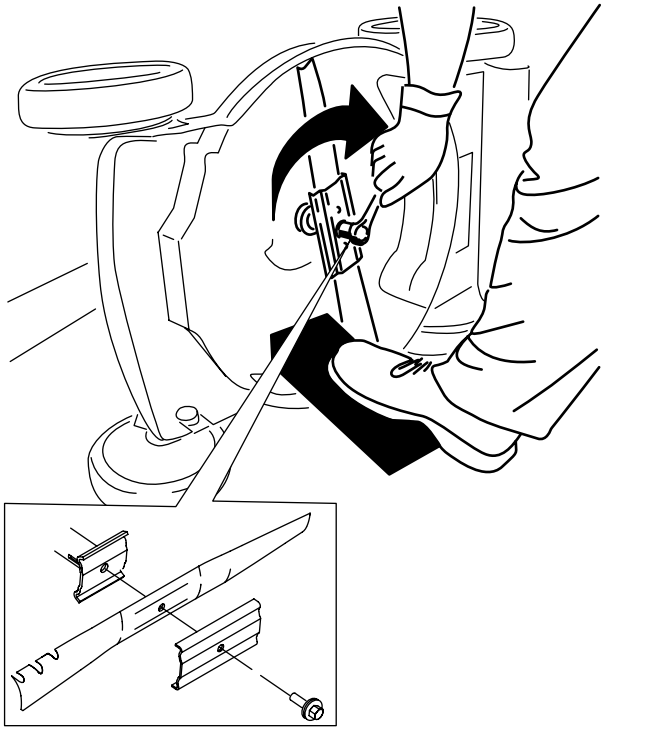

Figure 27
5. Montez la nouvelle lame et toutes les fixations (Figure 27).